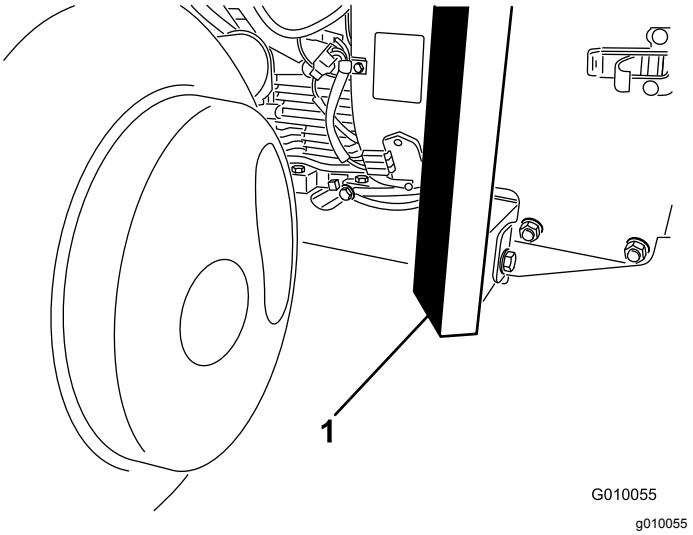

Figuur 41
3. Plaats de krik stevig onder de voorkant van het frame (Figuur 41).